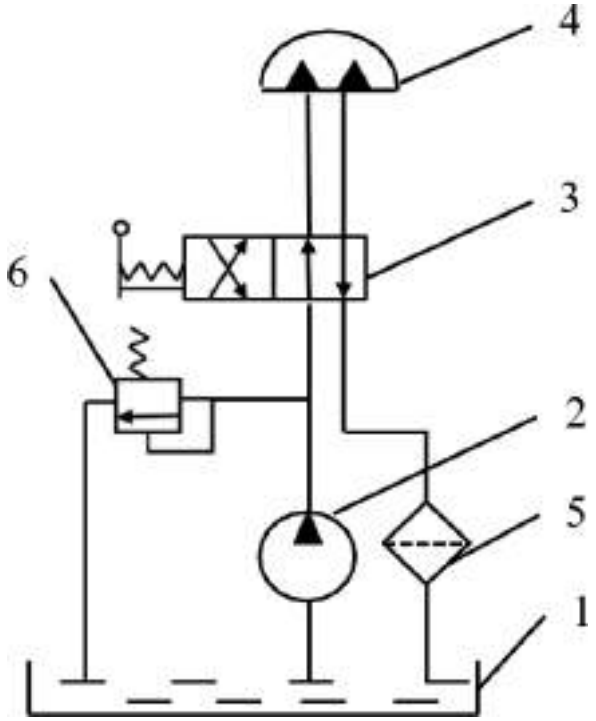

Рис. 1.4. Схема гидропривода с выходным звеном поворотного движения:
– гидропривод поворотного движения (рис. 1.4), в котором в каче- стве гидродвигателя применен поворотный гидроцилиндр, ведомое звено (вал или корпус) которого совершает возвратно-поворотное движение на угол меньше 360°.